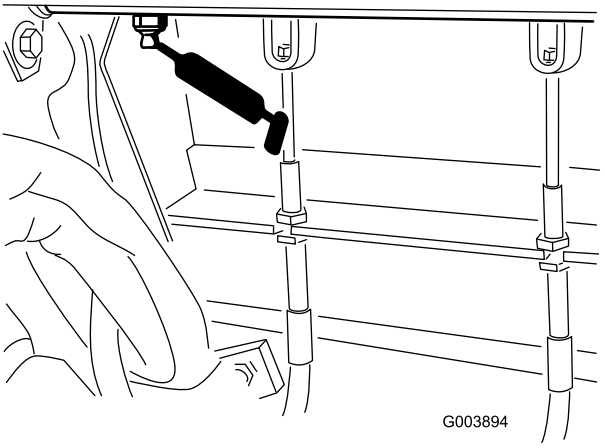

**Figuur 47**
- 1 fitting op het rempedaal (Figuur 47)